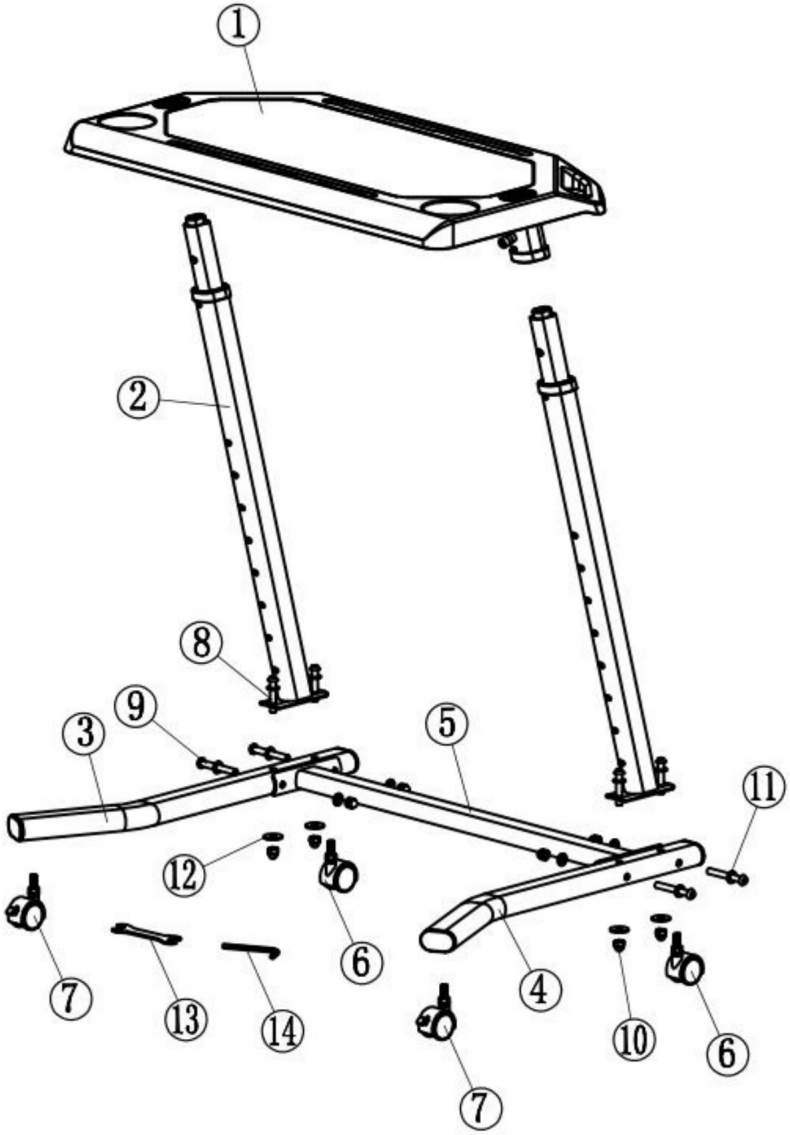

Abb. 1
Schritt 1: Überprüfen Sie Produkt und Zubehör gemäß Abbildung 1.